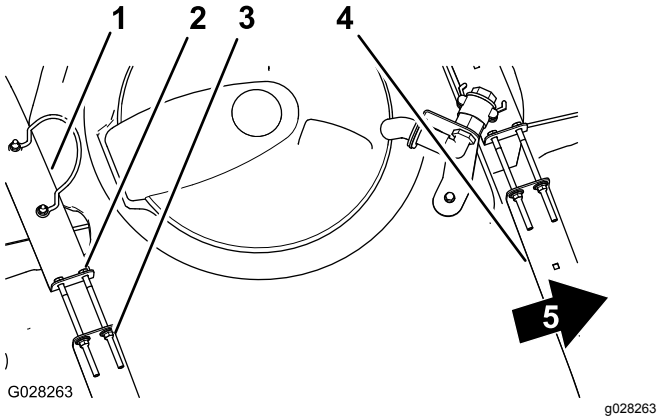

Figur 68
2. Kontroller, om der er bevægelse mellem tankremmene og tanken (Figur 68).
3. Hvis tankremmene sidder løst fast på tanken, skal flangelåsemøtrikkerne og boltene øverst på remmene strammes, indtil remmene flugter med tankens overflade (Figur 68).